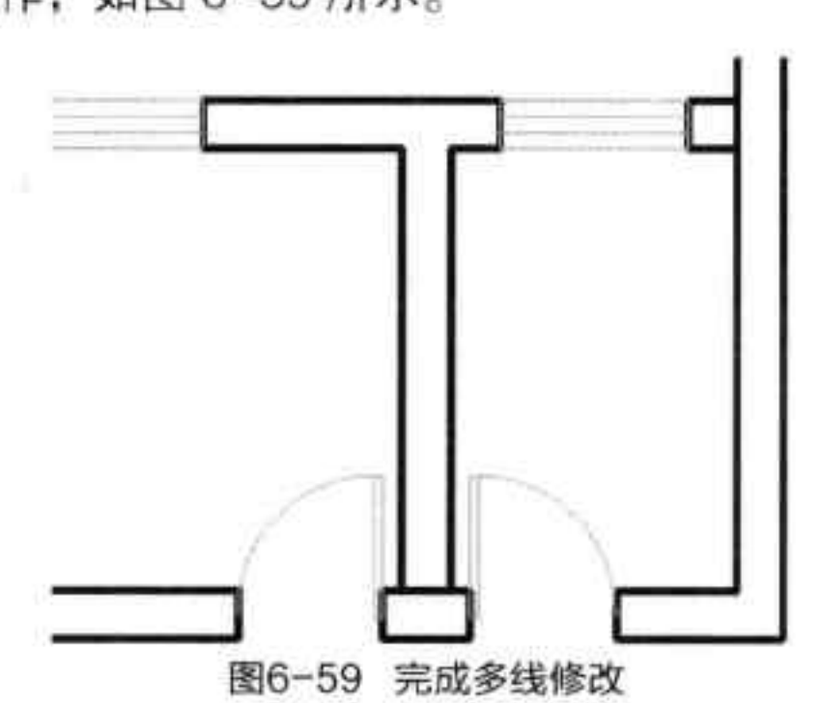

图6-59 完成多线修改
Step 04 选择完成后，即可完成多线的修剪编辑操作，如图 6-59 所示。